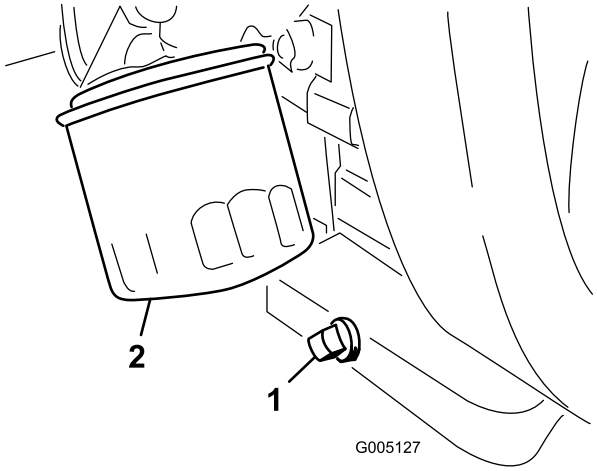

Bild 46
1. Entfernen Sie die Ablassschraube (Bild 46) und lassen das Öl in ein Auffanggefäß ab. Schrauben Sie die Ablassschraube wieder ein, nachdem das Öl abgelaufen ist.
2. Entfernen Sie den Ölfilter (Bild 46). Ölen Sie die neue Dichtung am Ölfilter leicht mit frischem Öl ein.